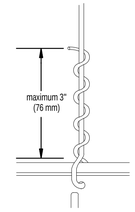

FIGURE 1
- ALL MAIN BEAMS ARE TO BE HEAVY DUTY (HD). SOURCE: ASTM E580 SECTION 5.1.1
- ALL WIRE TIES ARE TO BE THREE TIGHT TURNS AROUND THEMSELVES WITHIN THREE INCHES. TWELVE–GAUGE HANGER WIRE SPACED 4 FT ON CENTER (FIGURE 1). SOURCE: ASTM C636 SECTION 2.3.4